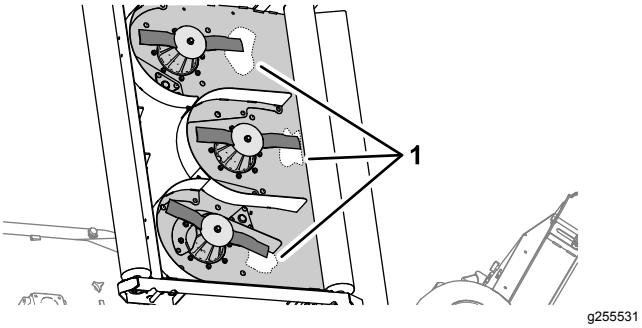

Figur 65
2. Rengör klippdäckets undersida i området intill knivens egg baktill på kniven (Figur 65).